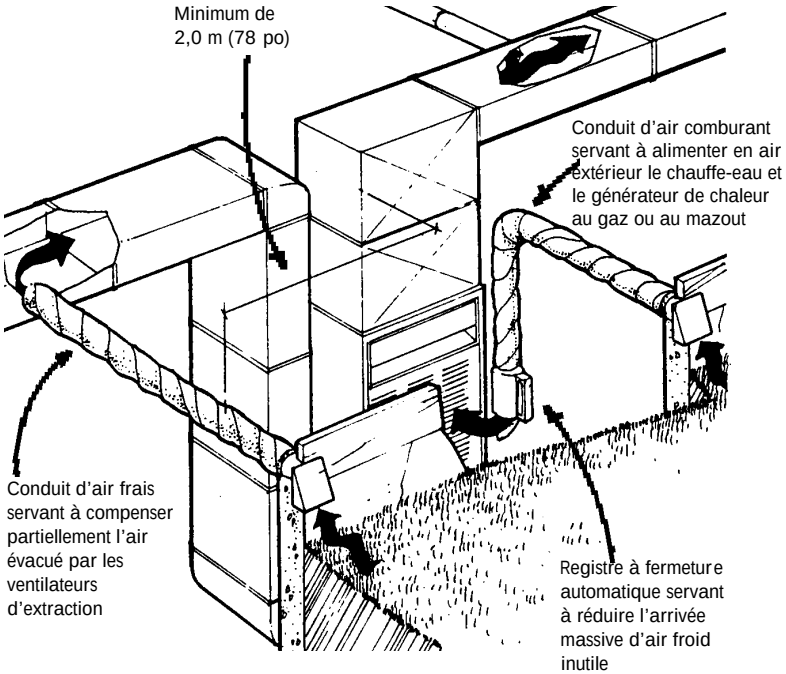

Figure 20. Réduction des différences de pression au moyen de conduits d'air frais et d'air comburant
Comme formule de rechange, on peut installer un conduit d'air de combustion et un conduit d'air neuf (voir la **Figure 20, page 28)** afin d'éviter les inconvénients, l'inconfort ou les risques de vol liés à l'ouverture des fenêtre s .
- Installer un conduit isolé qui alimente en air extérieur le générateur de chaleur au mazout ou au gaz, la chaudière ou le chauffe-eau (voir la **Figure 20**). Afin de réduire les frais de chauffage et assurer un meilleur confort, il faut doter le conduit d'air de combustion d'un registre ou d'un diffuseur automatique conforme aux normes, qui ne s'active qu'une fois le générateur de chaleur, la chaudière ou le chauffe-eau mis en marche.
- Si on prévoit équiper la maison d'un système de chauffage à air pulsé, installer un conduit isolé qui relie l'extérieur au conduit de reprise principal (voir la **Figure 20**). Ce conduit d'air extérieur permettra de compenser partiellement l'air évacué par les ventilateurs d'extraction comme la hotte de cuisine, le ventilateur de la salle de bain, la sécheuse ou l'aspirateur central.